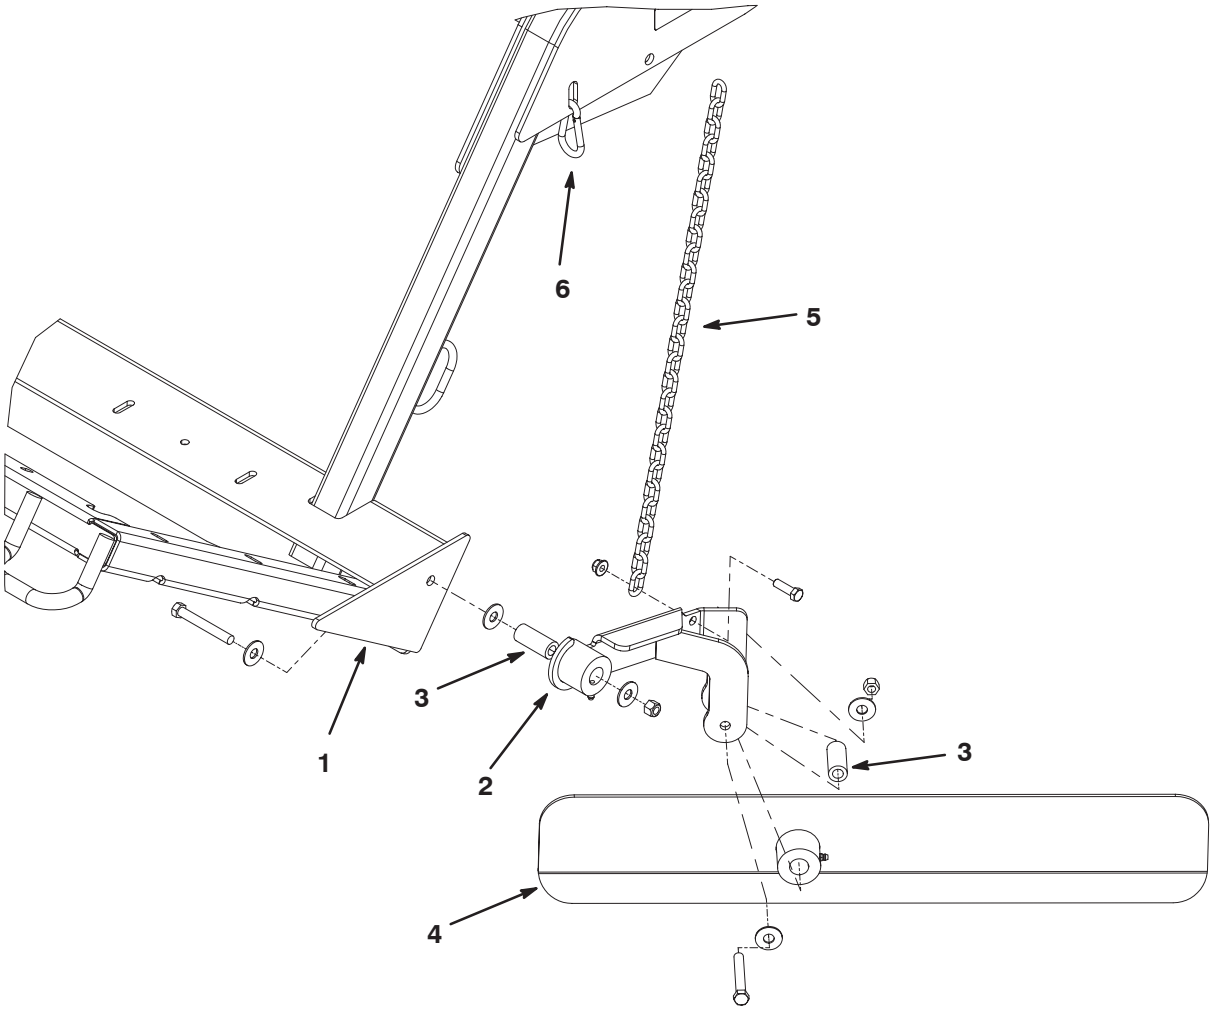

Figur 27
1. Fäst bladmonteringsanordningen vid uppsamlarramens vänstra ände med en huvudskruv på 7/16 x 3–14 tum, (3) planbrickor, en distansbricka och en låsmutter. Placera komponenterna enligt figur 27.
2. Fäst strängläggningsbladet vid monteringsanordningen med en huvudskruv på 7/16 x 3–14 tum, (2) planbrickor, en distansbricka och en låsmutter. Placera komponenterna enligt figur 27. Bladets längre ände ska placeras bort från uppsamlaren.